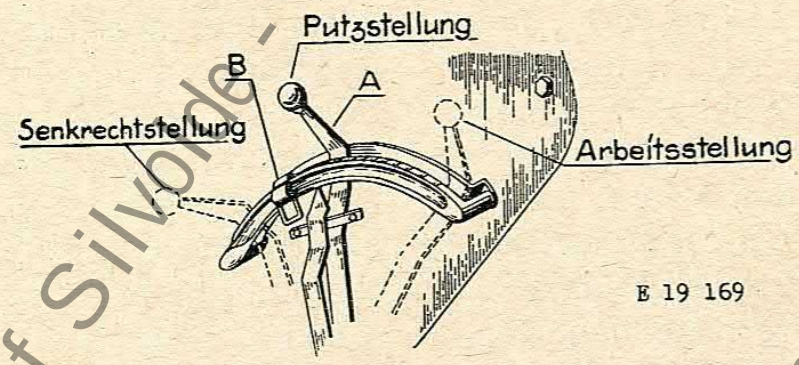

Bild 17.
Bei hydr. Hebevorrichtung: Schneidapparat durch Zurückziehen des Handhebels (A Bild 17) zur Bedienung der Aushebung so weit ablassen, bis er sich fast in waagerechter Lage befindet, d. h. der Schneidapparat darf seine Lage zum Gelenkbalken nicht wesentlich verändert haben. In dieser Stellung ist zu prüfen, ob die automatische Schaltung bereits vollzogen ist. Ist die Schaltstange noch gespannt, so steht der Schneidbalken noch zu schräg und muß etwas weiter abgelassen werden, bis die Klaue eben voll eingerastet, d. h. die Schaltstange nicht mehr gespannt ist. Diese Stellung ist durch
einen Federklemmer (B) am Stellsegment zu markieren (Bild 17).
a) Die Aushebung bei hydr. Hebevorrichtung. Hebel (A Bild 17) zur Bedienung der Hydraulik etwas vordrükken, damit der Hebearm in seine höchste Stellung kommt, um somit den Haltebolzen zu entlasten. Diesen mittels Senkrechtstrebe, welche nach Lösen des Riegels aus dem Messerbalken gezogen wird, umlegen und Messerschutz abnehmen. Der Hebearm steht nun frei, d. h. er ist nicht mehr durch den Haltebolzen gesichert. Nun kann durch Zurückziehen des Hebels (A Bild 17) der Schneidbalken in jede gewünschte Stellung gebracht werden. Es ist hierbei wichtig, die Stellung des Schneidapparates in Putzstellung zu beachten. In dieser Stellung des Schneidbalkens schaltet sich die Messerbewegung automatisch ein (s. Einstellungsvorschrift). Ferner ist zu beachten, daß bei der Arbeitsstellung der Hebel (A Bild 17) der Hydraulik soweit zurückgezogen wird, bis das Spannschloß ca. 20 mm lose durchhängt, der Apparat also nicht mehr angehoben wird, sondern sogar beim Mähen in Geländemulden sich in diese noch einlegen kann. Das Aufheben des Schneidapparates wird durch Vordrücken des Hebels bewirkt.